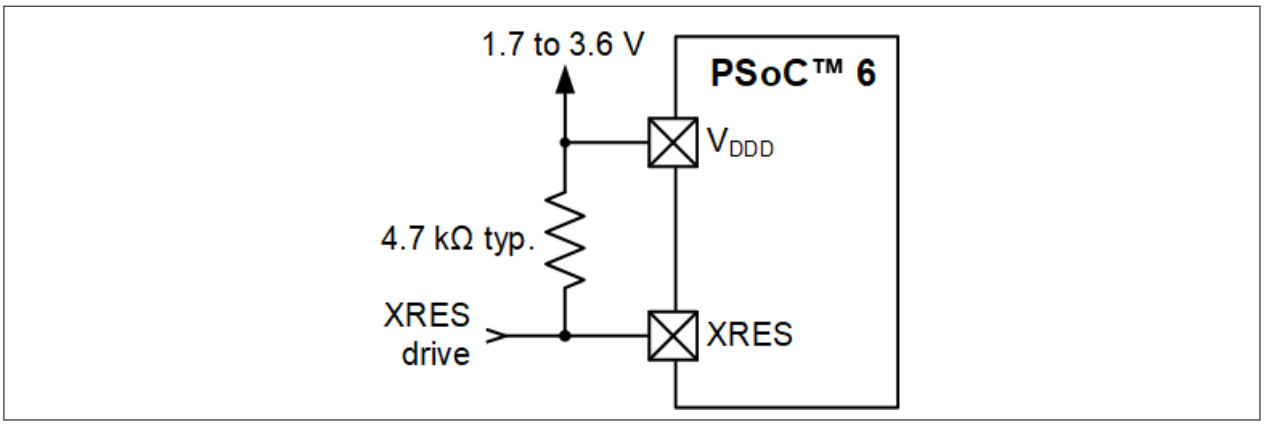

Figure 5 XRES connection diagram
- External reset dedicated pin (XRES) to reset the device using an external source. The XRES pin is active low. It can be connected either to a pull-up resistor to V_{DDD}, or to an active drive circuit, as Figure 5 shows. If a pull-up resistor is used, select its value to minimize current draw when the pin is pulled low; 4.7 kΩ is typical